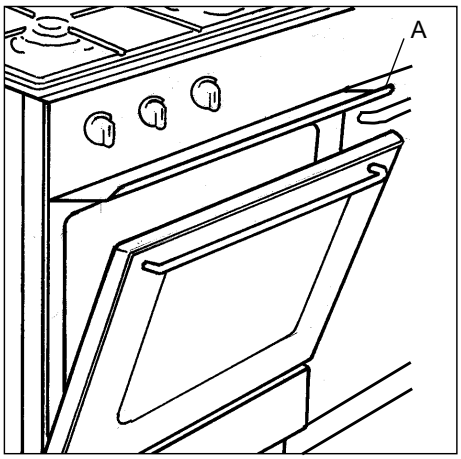

fig. 5
1. Ouvrez la porte du four et mettez le déflecteur « A » en place (fig. 5).